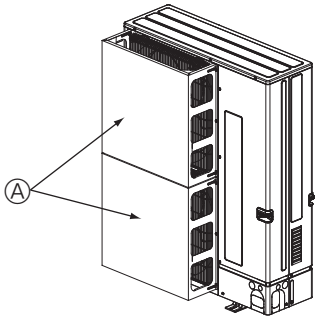

Fig. 2-5
② Installer un guide de protection d’air si l’appareil est placé dans un endroit où les vents violents d’une tempête, par exemple, pourraient s’engouffrer directement dans la sortie d’air. (Fig. 2-5)